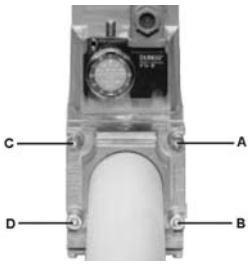

Fig. 12
1. Allentare le viti A e B **non** svitare (Fig. 12 e Fig. 13).
2. Svitare le viti C e D (Fig. 12 e Fig. 13).